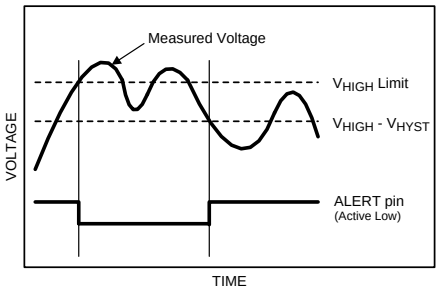

**Figure 27. Alert condition cleared when measured voltage crosses $V_{HIGH}$ - $V_{HYST}$**
The ALERT function is an "out-of-range" indicator. At the end of every conversion, the measured voltage is compared to the values in the $V_{HIGH}$ and $V_{LOW}$ registers. If the measured voltage exceeds the value stored in $V_{HIGH}$ or falls below the value stored in $V_{LOW}$, an alert condition occurs. The Alert condition is indicated in up to three places. First, the alert condition always causes either or both of the alert flags in the Alert Status register to go high. If the measured voltage exceeds the $V_{HIGH}$ limit, the Over Range Alert Flag is set. If the measured voltage falls below the $V_{LOW}$ limit, the Under Range Alert Flag is set. Second, if the Alert Flag Enable bit is set in the Configuration register, the alert condition also sets the MSB of the Conversion Result register. Third, if the Alert Pin Enable bit is set in the Configuration register, the ALERT output becomes active (see Figure 27). The ALERT output (ADC121C021 only) can be configured as an active high or active low output via the Polarity bit in the Configuration register. If the Polarity bit is cleared, the ALERT output is configured as active low. If the Polarity bit is set, the ALERT output is configured as active high.
2. The measured voltage goes below the programmed $V_{HIGH}$ limit minus the programmed $V_{HYST}$ value and the Alert Hold bit is cleared in the Configuration register. (see Figure 27). If the Alert Hold bit is set, the alert condition persists and only clears when a one is written to the Over Range Alert Flag bit.